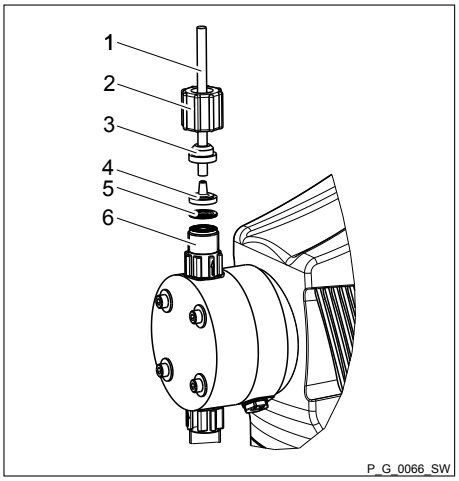

*Fig. 10: PP, NP, PV and TT designs*
- *The return line is connected to the vertical valve on the upper side of the liquid end. It is factory-labelled with a red sleeve - see Fig. 10.*